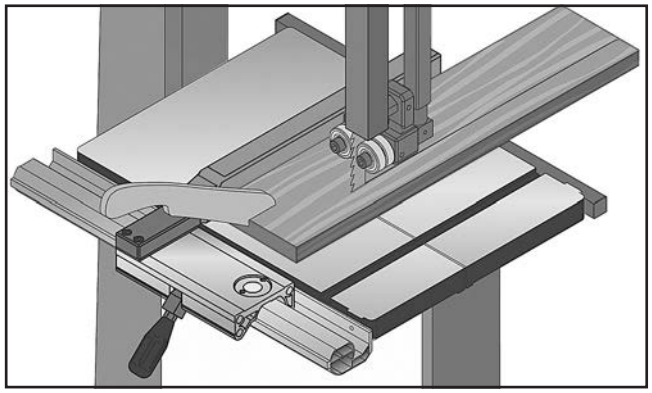

Figure 38. Example of a ripping operation.
3. After all safety precautions have been met, turn bandsaw ***ON*** and wait for it to come to full speed. Slowly feed workpiece into blade until blade is completely through workpiece. **Figure 38** shows an example of a ripping operation.